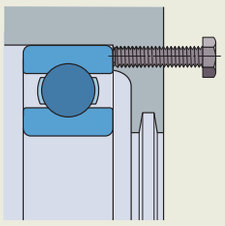

Fig. 10
- conductos de suministro de aceite y ranuras de distribución en el eje para poder utilizar el método de inyección de aceite (**fig. 10**)